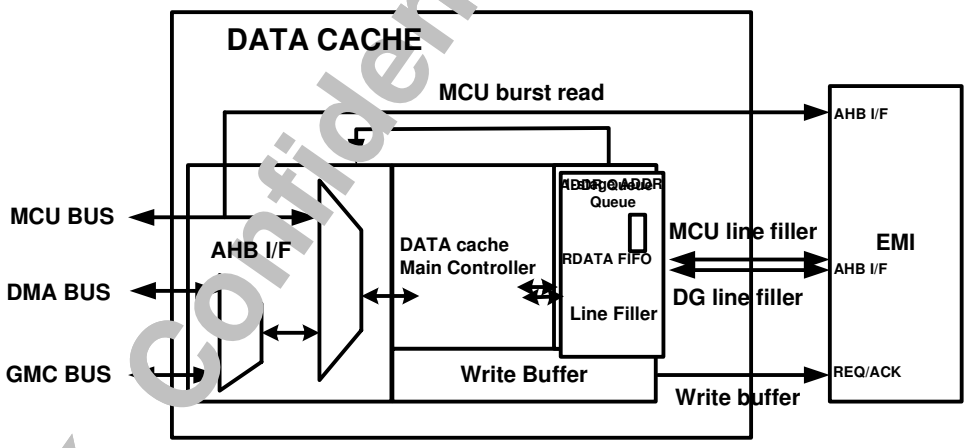

Figure 24 Data Cache Architecture
The data cache comprises four parts: the AHB interface, the main controller, the line filler, and the write buffer (**Figure 24**).
The data cache is specially optimized for MCU code execution, thus the user is recommended to set only code and read-only (RO) data as code cache cacheable (refer to the Code Cache section for the definition of a cacheable region). For regions of cacheable memory, requests are forwarded directly to the EMI through the "MCU burst read" path (**Figure 24**). The requests can be accepted before write buffer is flushed, shortening access latency.